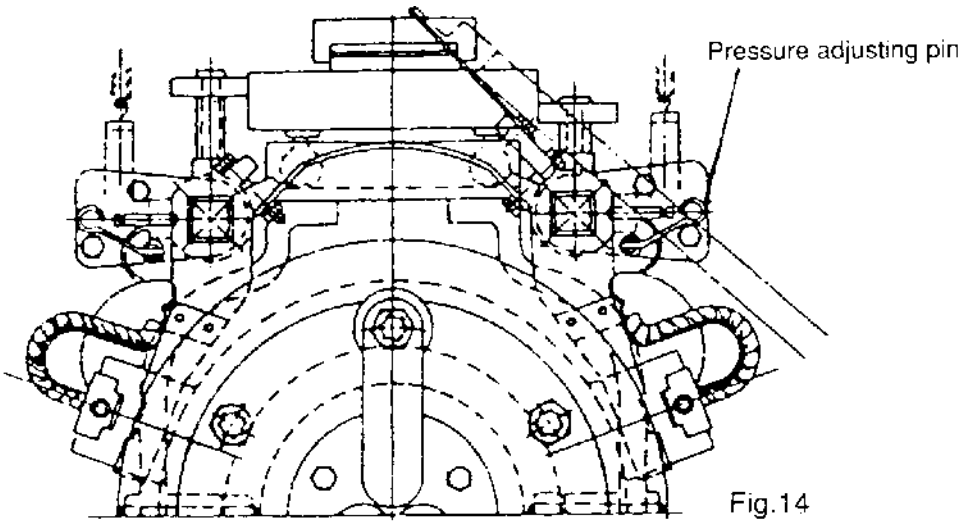

Fig.14
- The brush pressure may be reduced after use, so it is necessary to re-adjust. For adjustment, please turn adjusting screw, pressure adjusting pin or pressure adjusting plate as shown in Fig. 14 to obtain the correct tension (=0.23 x brush cross sectional area in cm^2) ±10% kg.